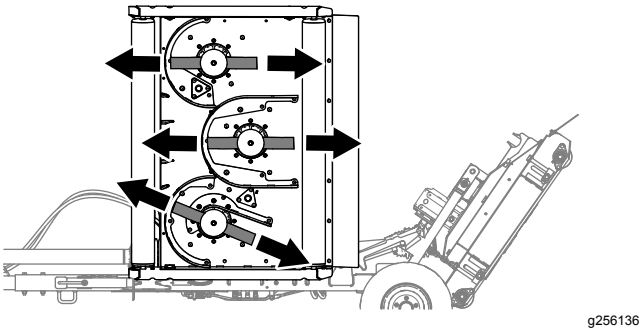

Figur 64
1. Innrett knivbladene som vist i Figur 64.